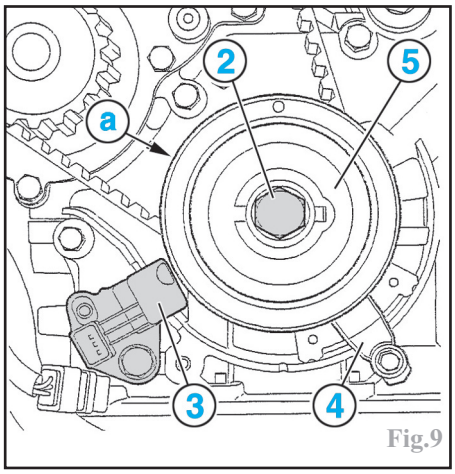

Fig.9
Déposer la vis et la poulie de vilebrequin (2) (Fig.9).